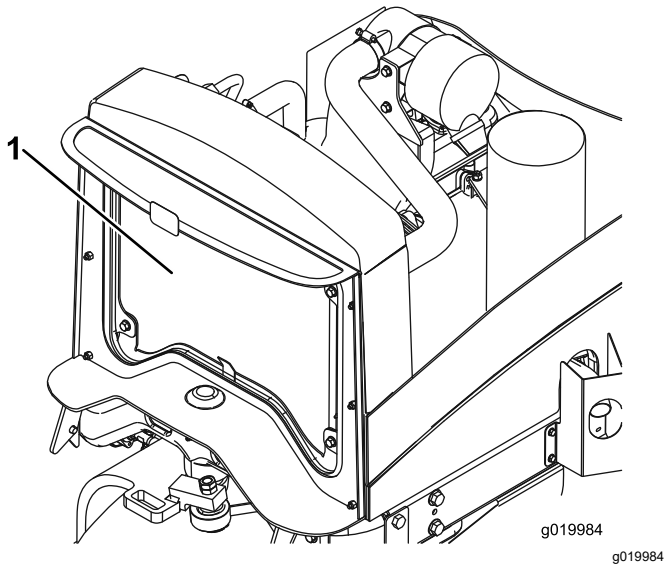

**Figur 58**
4. Rengör ordentligt med tryckluft på båda sidorna av kylaren (Figur 58).